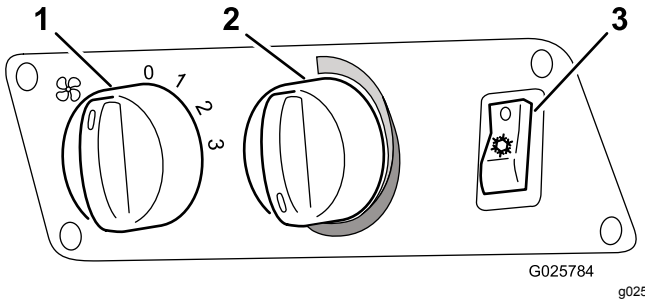

Figure 6
2. Switch on the blower switch (Figure 6).
3. Switch on the air-conditioning switch (Figure 6).
4. Set the temperature controller (Figure 6) to the maximum Cold setting (full counterclockwise direction).